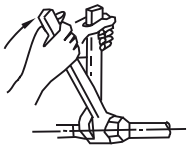

Рис. 8-3
- Расположить соединяемые трубы в требуемом положении, закрутить гайки вручную, затем затянуть их с помощью гаечного ключа (см. рис. 8.3).